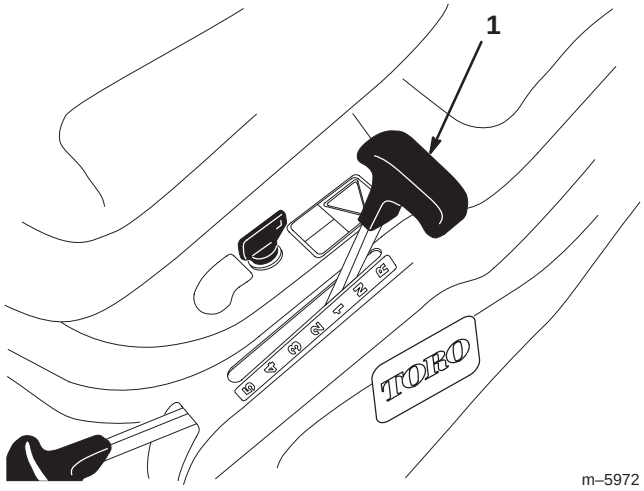

Figure 6
3. Placez le changement de vitesse en position point mort (N) (Fig. 6).